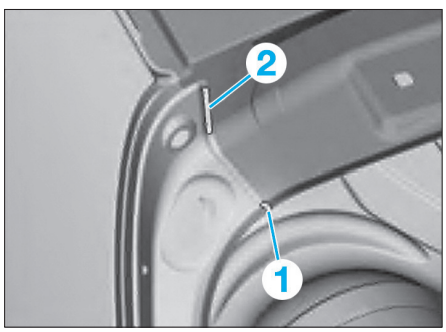

FIG. 20
- Meuler les brasures dans la zone (1) et (2) **(Fig.20)**,